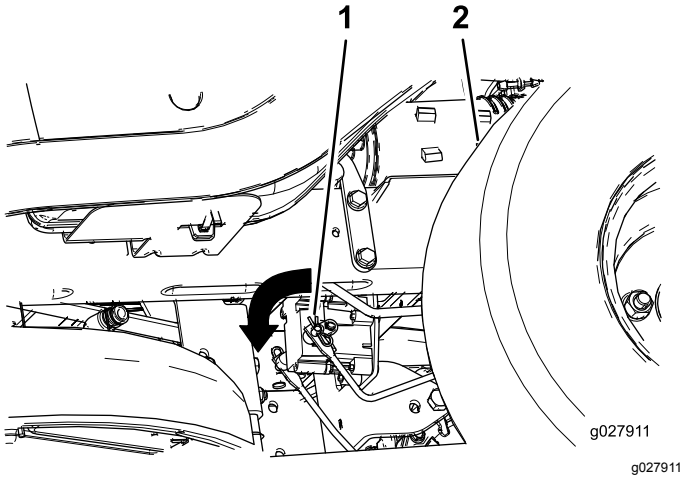

Figur 50
2. Find det sted på den elektriske bremses aksel, hvor bremseforbindelsesarmen er tilsluttet (Figur 50).